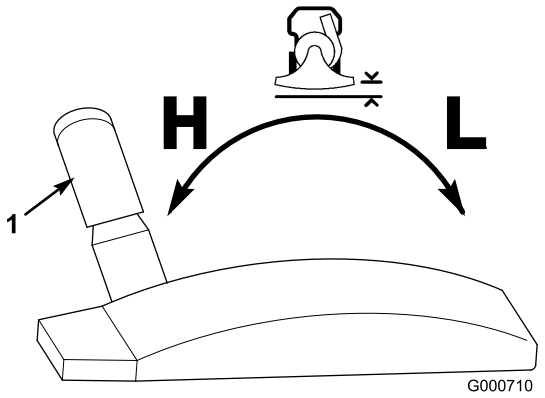

Bild 17
3. Stellen Sie den Höheneinstellhebel zum Absenken des Ansauggehäuses nach vorne, schieben Sie ihn nach hinten, um das Gehäuse anzuheben (Bild 17).